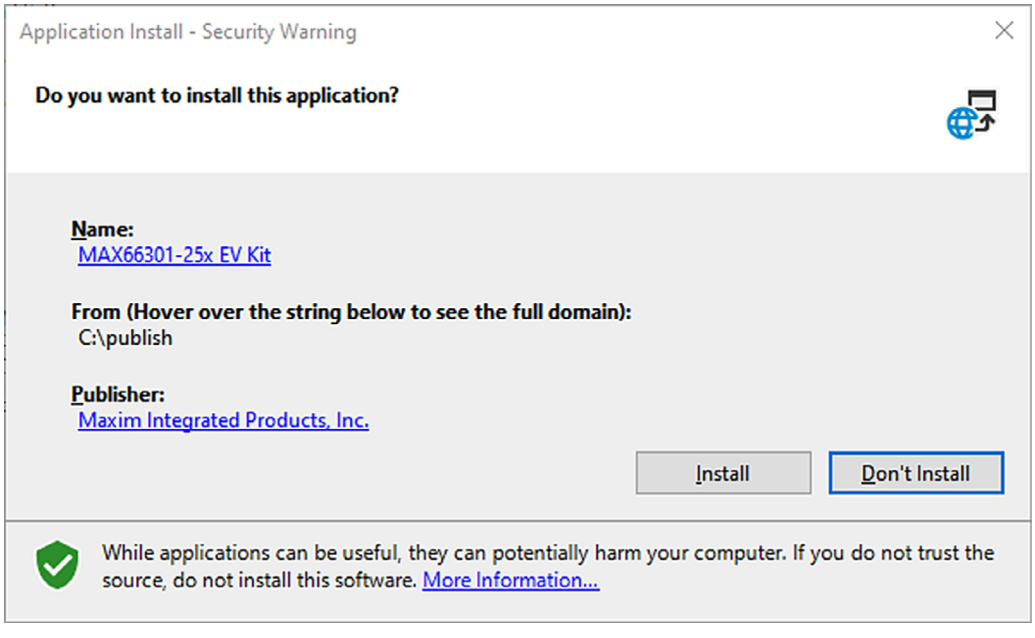

Figure 3. Application Install–Security Warning
7) Now, double-click the **Install** button as shown in Figure 3.